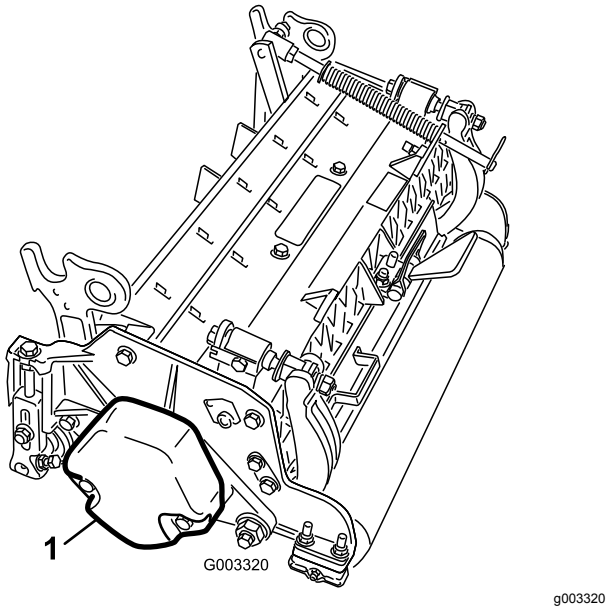

**Figur 4**
4. Kontrollera att motvikten (Figur 4) har monterats på rätt sida av klippenheterna i enlighet med anvisningarna i *bruksanvisningen* till klippenheterna.